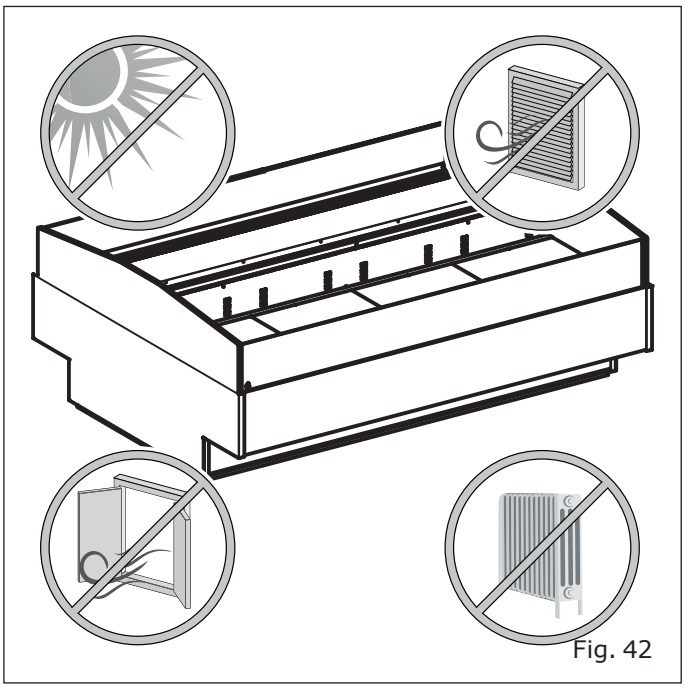

Fig. 42
- Lontano da fonti di calore, dalla radiazione diretta del sole, da porte, finestre, ventilatori e bocche di aerazione ("Fig. 42").